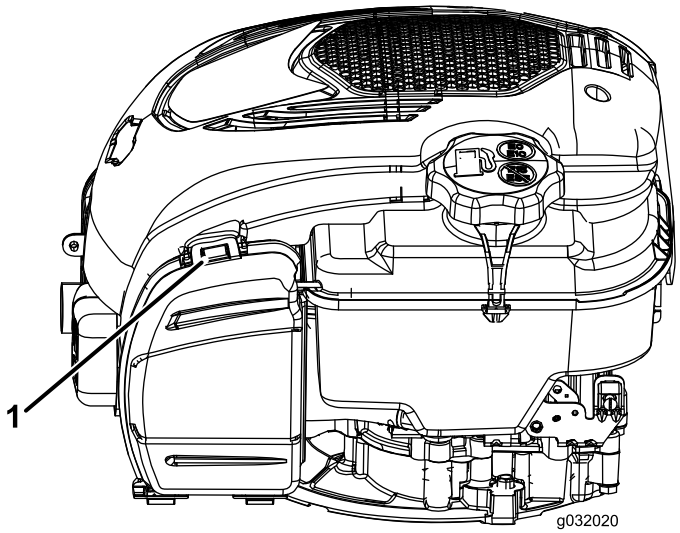

Figuur 25
1. Trek aan de lip om het luchtfilterdeksel te openen (Figuur 25).